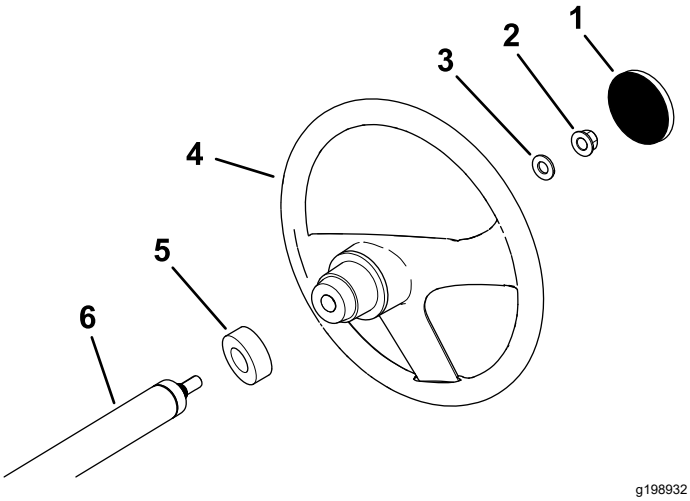

Rysunek 3
1. Jeżeli pokrywa jest zamontowana, zdejmij ją z piasty koła kierownicy (Rysunek 3).
2. Odkręć nakrętkę zabezpieczającą (½ cala) z wału kierownicy (Rysunek 3).
3. Wsuń koło kierownicy, pokrywę przeciwpyłową (½ cala) i podkładkę na wał kierownicy (Rysunek 3).
5. Zamocuj pokrywę na kierownicę (Rysunek 3).